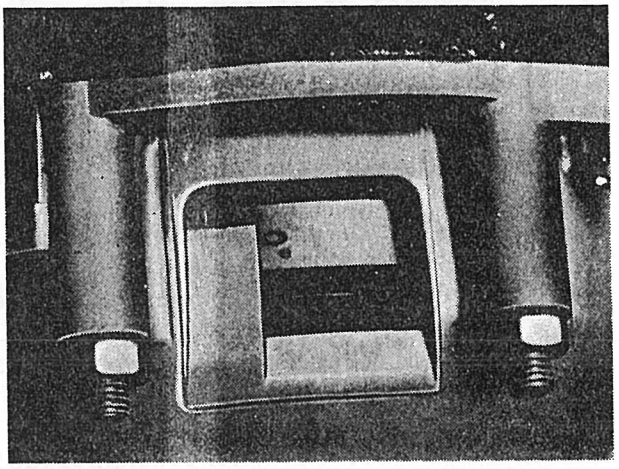

Afb. 2.9.8. Merkteken op vliegwiel
(c) Draai, i.v.m. het weer aanbrengen, de motor totdat het merkteken "O" op het vliegwiel tegenover het merkteken op het koppelingshuis staat (zie afb. 2.9.8.) en de rotor nagenoeg naar de voorzijde van het voertuig wijst (zuiger 1e cil. aan einde compressieslag).
b. Torn de motor totdat het merkteken "0" op het vliegwiel tegenover het merkteken op het koppelingshuis staat (zie afb. 2.9.8.) en de rotor nagenoeg naar de voorzijde van het voertuig is gericht.